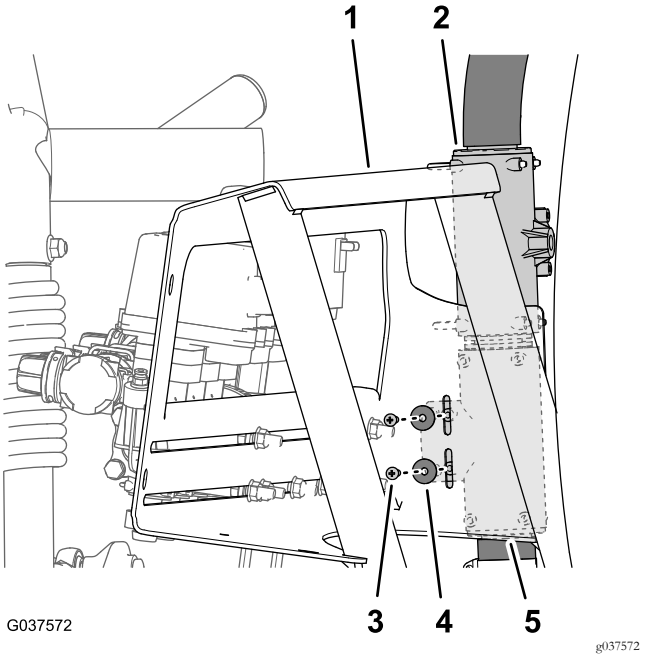

Figuur 44
1. Verwijder de 2 kruiskopschroeven (nr. 10 x ⅝") en de 2 ringen (nr. 10) waarmee de onderste T-fitting is gemonteerd op de klepsteun (Figuur 44).